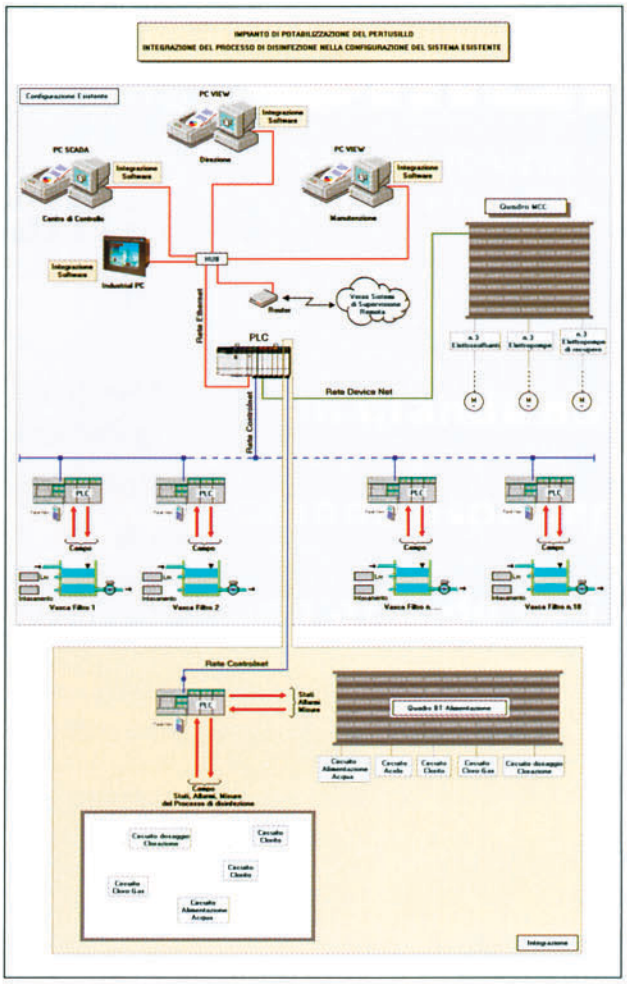

Fig. 6 – Impianto di potabilizzazione del Pertusillo: integrazione del processo di disinfezione nella configurazione del sistema esistente
- predisporre un'infrastruttura tecnologicamente aperta alla terza e ultima fase del completamento, nonchè alle future interconnessioni che saranno attuate dai centri di controllo remoti operativi a livelli gerarchici superiori. Come illustrato in Fig. 6 tutto ciò è stato implementato e attivato a gennaio dello scorso anno semplicemente integrando nell'architettura esistente un processore ControlLogix dedicato al controllo del processo di disinfezione attraverso la gestione di un quadro centralizzato di distribuzione elettrica e controllo dei circuiti di alimentazione acqua, clorito, acido, cloro-gas e dosaggio clorazione. Il processore aggiunto per la disinfezione è stato connesso all'architettura esistente attraverso un collegamento ControlNet con il processore Master operante fin dalla prima fase. L'integrazione a livello di supervisione è stata immediata, ma soprattutto la flessibilità dell'architettura ControlLogix ha permesso l'attivazione dell'ampliamento tecnologico del sistema on-line ossia senza interruzione del processo.